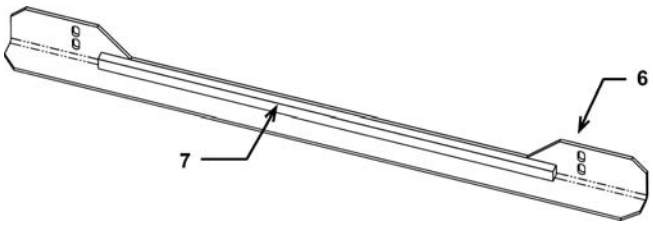

Figure 2 Rear Support Bracket and Foam
❶ Place one side bracket (2) on each side of the PPC™. Position each bracket with the front panel attachment flange (flange with three holes) facing the front of the PPC.
❷ Attach the front panel (1) to the side brackets (2) using six M4 flat washers (5), six M4 split lock washers (4) and six M4 hex nuts (3). Recommended torque is 3 Nm.
❸ Remove adhesive backing from foam strip (7). Adhere the foam strip to the rear support bracket (6), centering the foam as shown in figure 2.
❹ Attach the rear support bracket (6) to the side brackets (2) using four M4 flat washers (5), four M4 split lock washers (4) and four M4 hex nuts (3). Recommended torque is 3 Nm.
❺ For adequate support of the PPC, the rear support bracket (6) shall be supported on the side rails of the rack system or by other means.